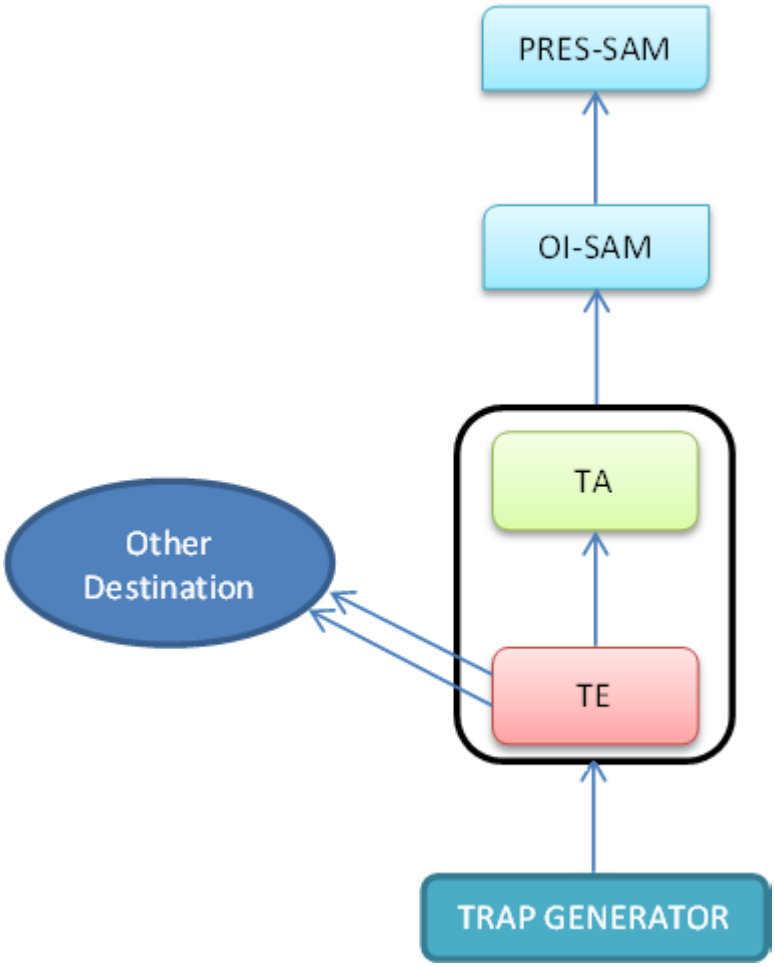

Figure 18 Service Assurance Manager deployment with one trap adapter and one trap exploder
- Figure 18 on page 118 shows Service Assurance Manager deployment with one trap adapter and one trap exploder